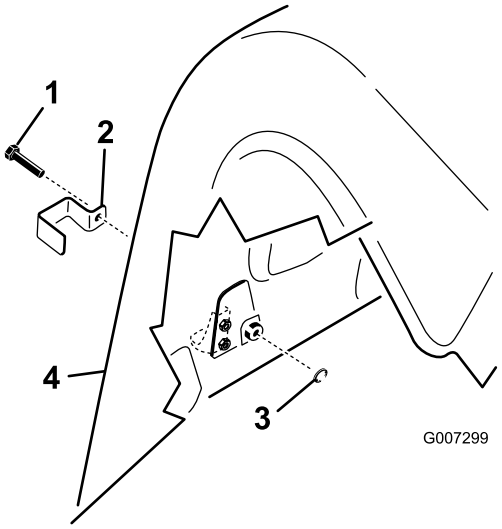

Figur 15
1. Monter et låsebeslag over den bageste, nederste venstre og høje hjelm og de øverste motorhjelmslåse på ProCore 864 med en fransk skrue (fire i alt) (Figur 15).
2. Monter et låsebeslag over de bageste, nederste motorhjelmslåse og den udvendige, øverste motorhjelmslås på bageste højre og venstre skærm på ProCore 1298-modellen med en fransk skrue (tre pr. kernehoved, seks i alt) (Figur 15).
3. Brug en tang eller justerbar nøgle og skru en indvendig låseskive på hver bolt (1-2 gevind) for at fastgøre låsen (Figur 15).